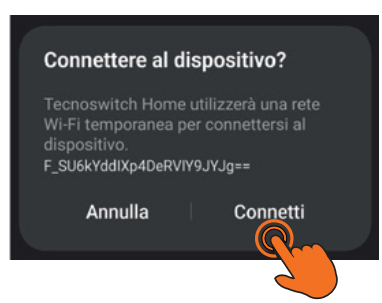

Fig.57
3. Apparirà un popup a cui bisogna consentire il collegamento al cronotermostato (Fig.56). Potrebbero apparire ulteriori avvisi per confermare la connessione (Fig.57).